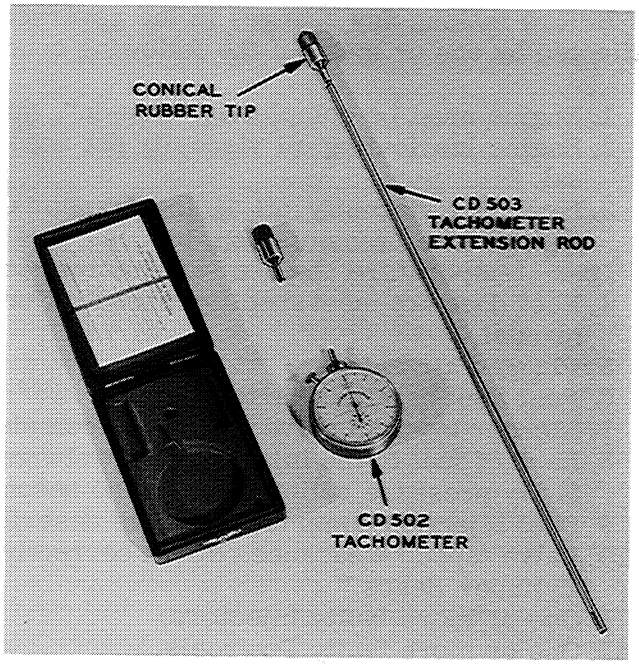

Figure I-63. CD 502 Tachometer Equipment
a. Press the tachometer button slowly, but firmly and release quickly, Figure I-63. This will wind the spring, restore the hands to zero and start the tachometer.